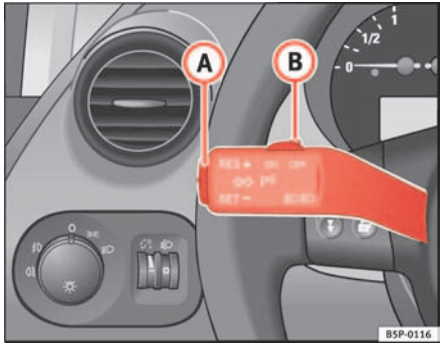

Fig. 143 Turn signal and main beam lever: switch and rocker switch for CCS
- when the lever (B) is pressed in the direction a **OFF** without engaging.
To resume the cruise control, release the brake or clutch pedal or reduce the vehicle speed to less than 180 km/h and press once on the upper part of the rocker switch **RES** ⇒ fig. 143 (A).